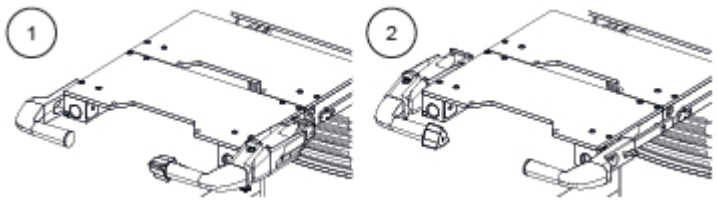

Figura 6-4. Orientaciones para el traslado motorizado
1. El mango para el traslado motorizado se inserta en el lado derecho (1) o izquierdo (2) de la mesa de quirófano en los raíles accesorios o en los raíles de extensión. Consulte la *Figura 6-4*.